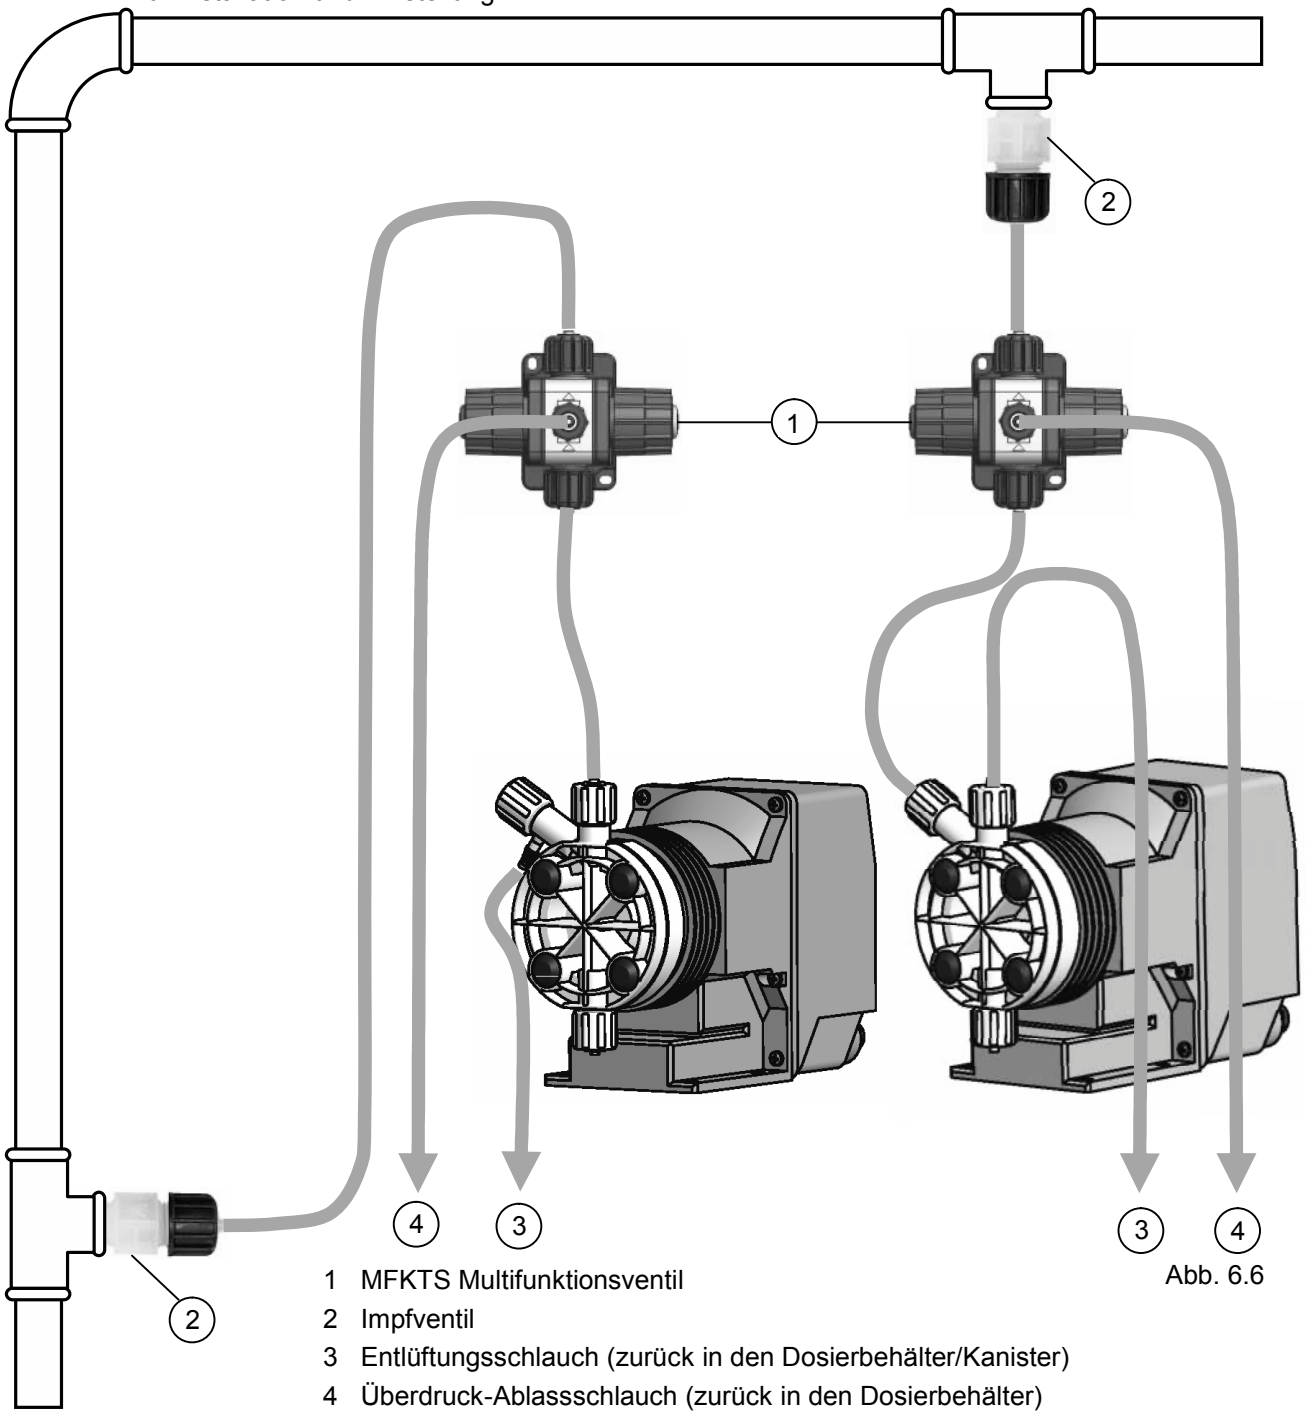

Abb. 6.6
- Der Montagepunkt des Impfventils liegt unterhalb der Dosierpumpe (siehe Abb. 6.6).